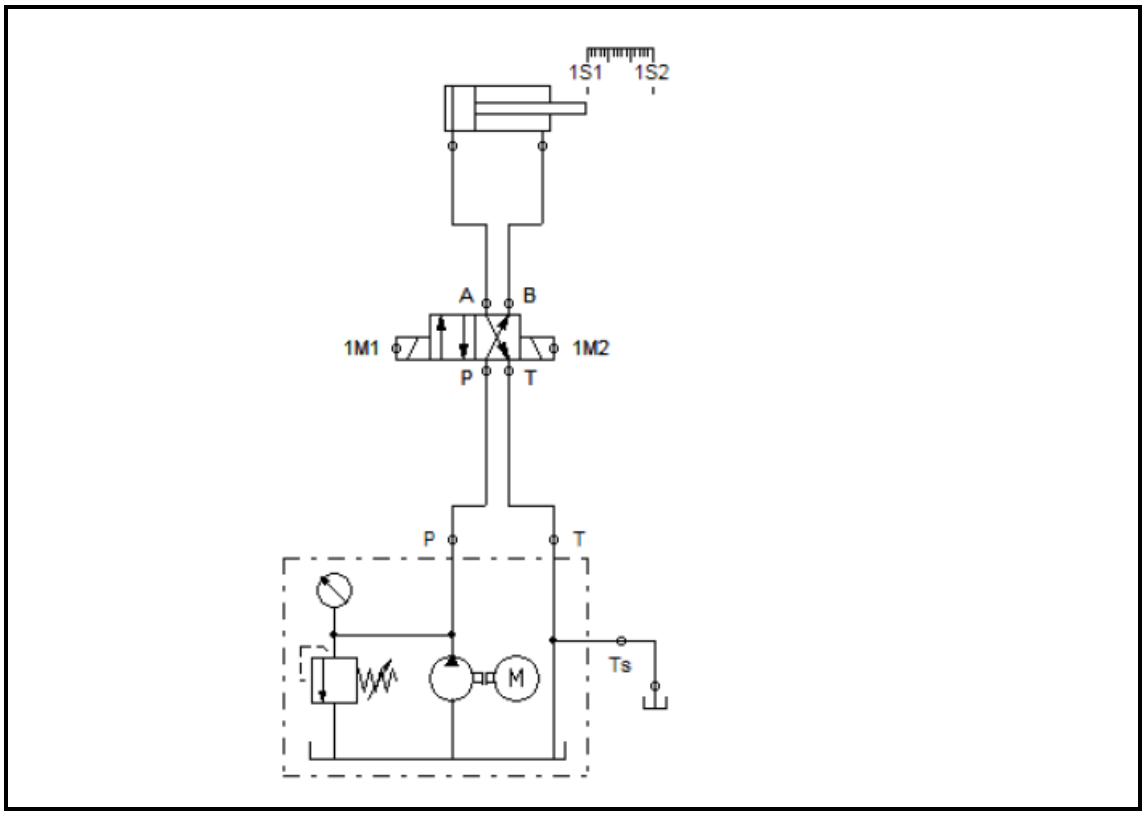

FIGURE 3
4.3 FIGURE 3 below represents an electro-hydraulic oscillating system.